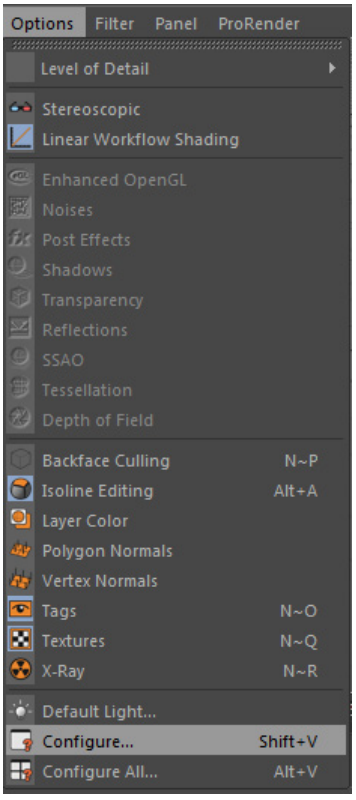
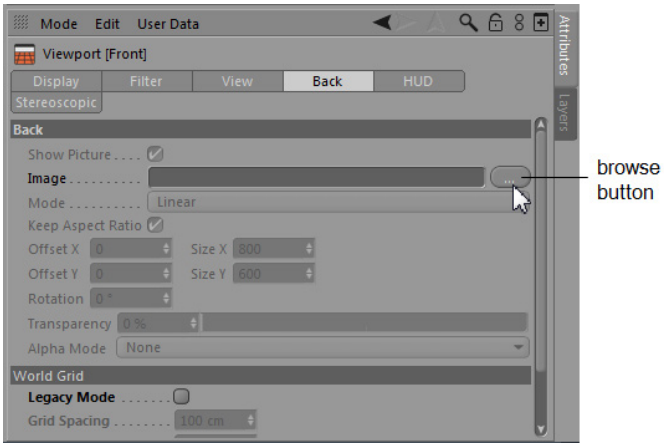

Figure 2-3 *Choosing the* ***Configure*** *option from the Menu in editor view*
Figure 2-4 *Choosing the browse button next to the* ***Image*** *text box*
3. Choose **Options > Configure** from the Menu in editor view, as shown in Figure 2-3; the **Viewport [Front]** settings are displayed in the Attribute Manager. In the Attribute Manager, choose the **Back** button; the **Back** area is displayed. In this area, choose the browse button next to the **Image** text box, as shown in Figure 2-4; the **Open File** dialog box is displayed. Browse to *\Documents\c4dr19\c02\keyhole.jpg*. Next, choose the **Open** button; the *keyhole.jpg* is opened as the background image in the Front viewport.